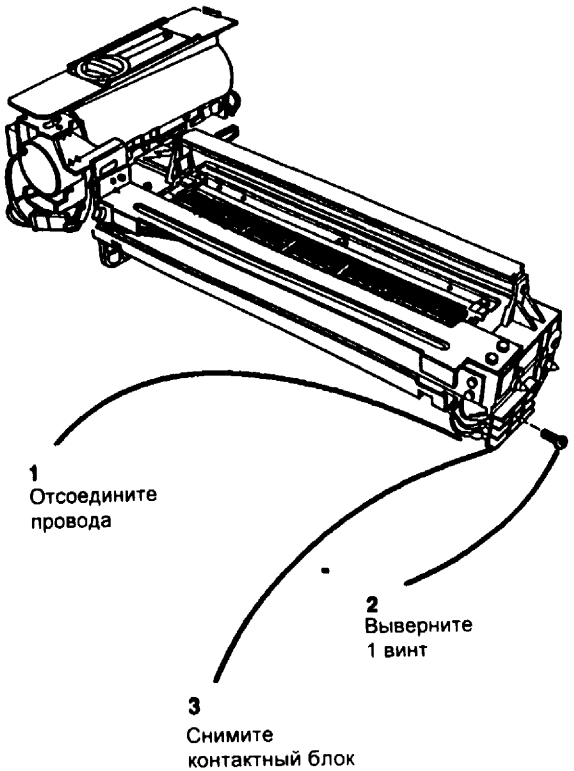

Рис. 1 Снятие контактного блока
2. (Рис. 1) Снимите контактный блок.